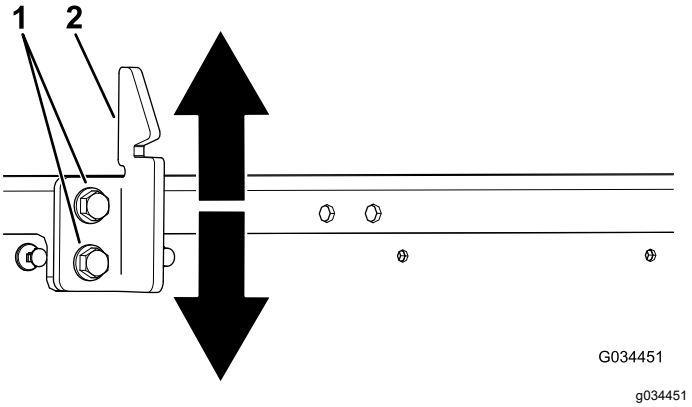

Figuur 57
3. Zet de 2 bouten op het stootvlak van de laadbakgrendel los en zet het stootvlak zoals vereist naar boven of naar beneden (Figuur 57).
4. Draai de 2 bouten van het stootvlak van de laadbakgrendel vast (Figuur 57).